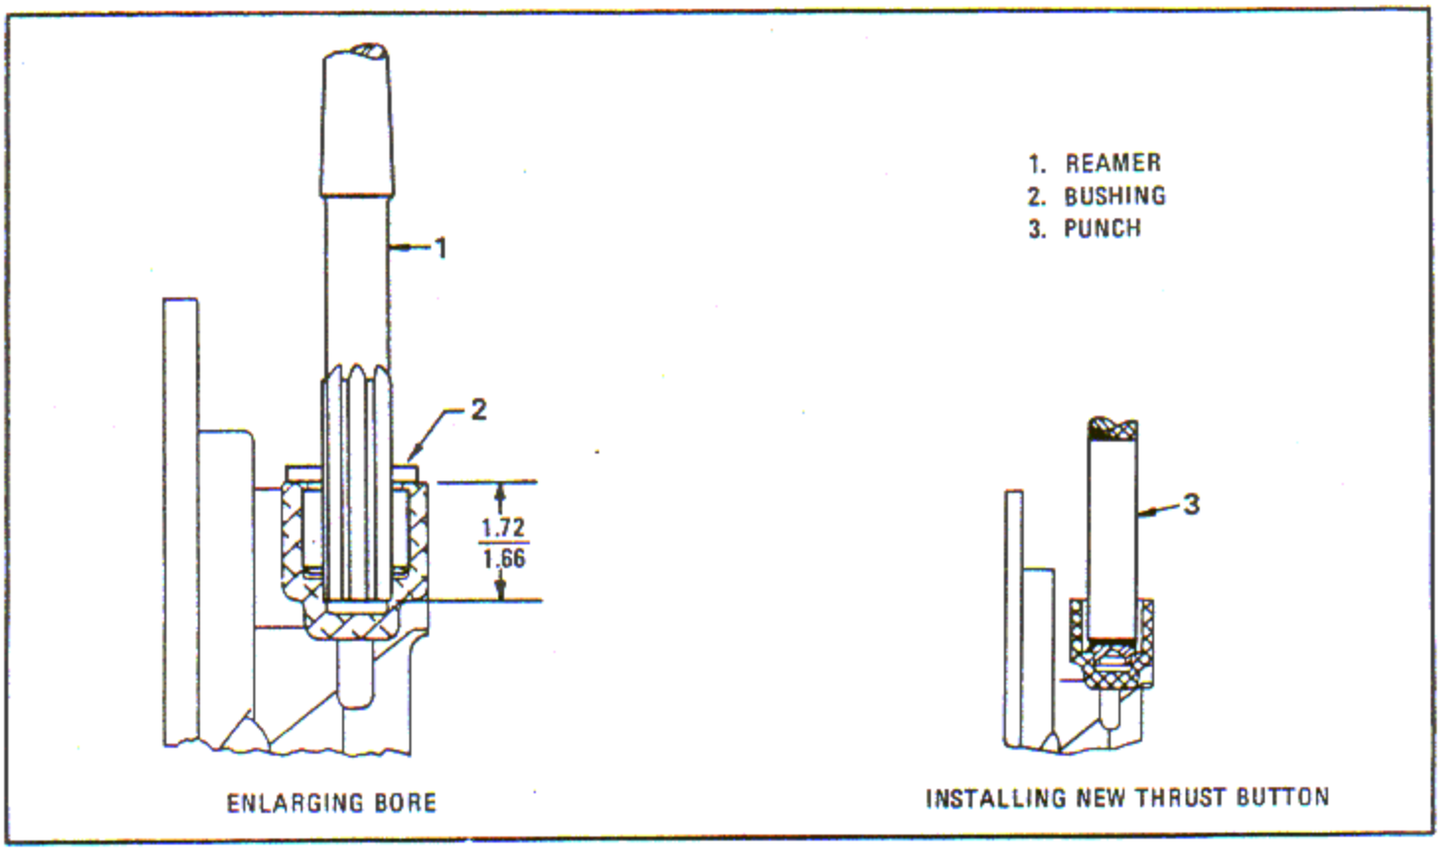

Figure 6-228. Enlarging Bore and Installing Thrust Button at Pads B and C
a. With the cover clamped to a radial drill press table as in the previous operation, plug all passages with beeswax or paraffin. Insert drill bushing (2, figure 6-228) in hole above thrust button bore.
b. Place the reamer (1) in drill press spindle and align with hole in bushing. Ream to a depth of 1.660 - 1.720 inches.
a. With the cover clamped to a radial drill press table as in the previous operation, drive in new, proper thrust button using punch (3, figure 6-228) and a hammer as shown.